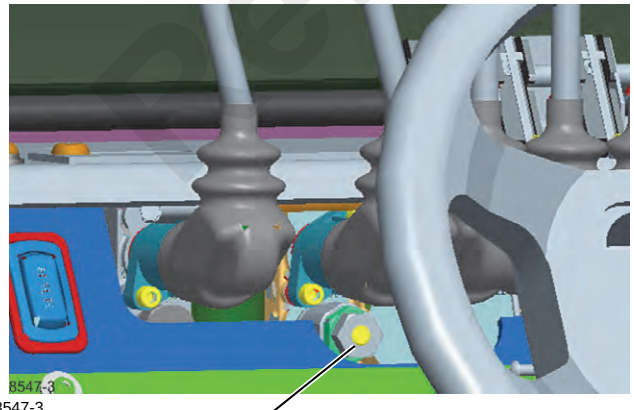

FIGURE 4-24
3. If the pressure needs adjusted, loosen the jam nut on the tele retract relief, shown in Figure 4-24, and turn the tele retract relief adjustment until 19500 ± 350 kPa (2825 ± 50 psi) is showing on the pressure gauge; clockwise increases pressure, counterclockwise reduces the pressure.